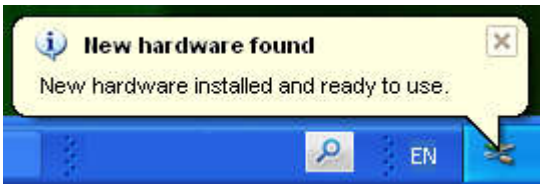

Figure 2**:**
A) If drivers have been installed correctly, after a few seconds the system will confirm the new hardware as shown in Figure 2.